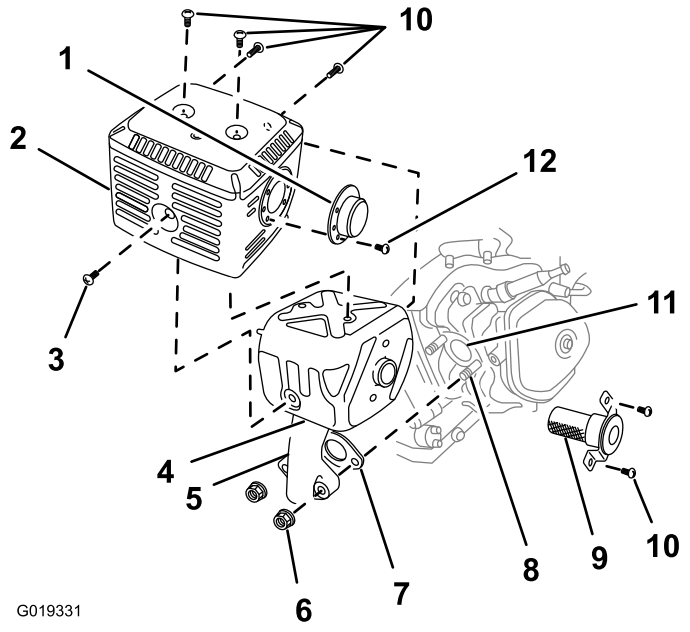

Figure 56
2. Retirez les 2 écrous (8 mm) et déposez le silencieux du cylindre (Figure 56).
3. Retirez les 3 vis (4 mm) du déflecteur d'échappement et déposez le déflecteur (Figure 56).
4. Retirez les vis (5 mm et 6 mm) du protecteur du silencieux, et déposez le protecteur (Figure 56).
5. Retirez les vis (4 mm) du pare-étincelles et déposez celui-ci du silencieux (Figure 56).